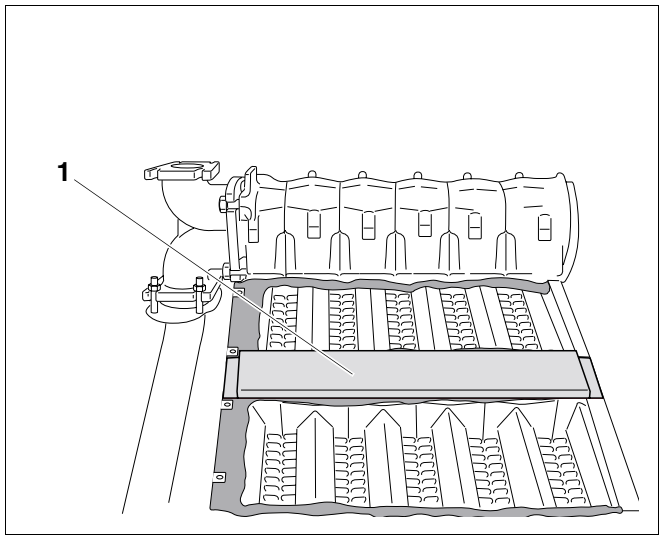

Рис. 34 Укладка средней части
- Уложить среднюю часть (рис. 34, **поз. 1**) вровень с передней кромкой отопительного котла.
- Выровнить среднюю часть (рис. 34, **поз. 1**) и закрепить спереди винтом с плоской головкой 3,9 x 9,5.